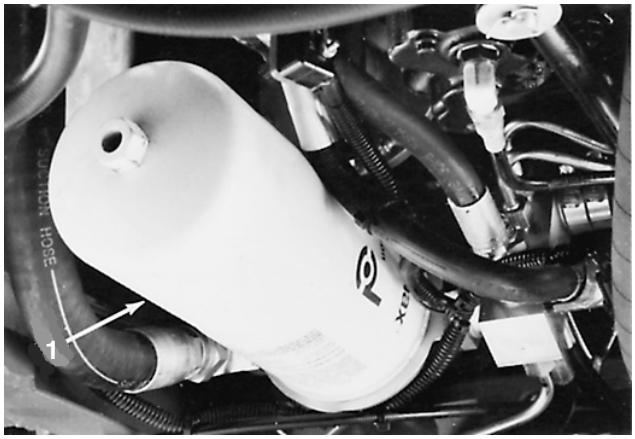

Figure 49
1. Place drain pan under filter and remove filter (Fig. 49).